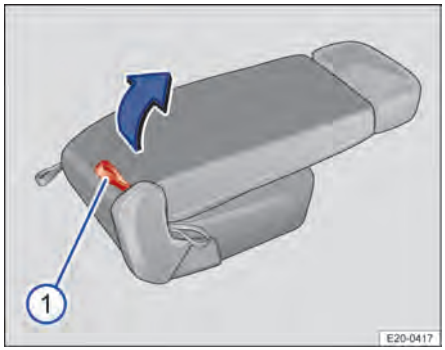

Bilde 66 Andre seterad: Vippe frem sete.
2. Trekk i den røde hempen → Bilde 66 ① på baksiden av setet, og vipp setet forover.